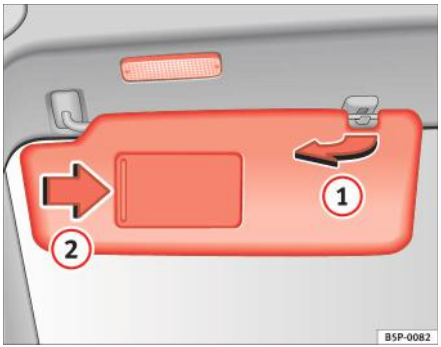

Fig. 81 Parasolarul de pe partea şoferului
Parasolarele pentru şofer şi pasagerul din față pot fi scoase din dispozitivele de fixare din centrul automobilului şi întoarse spre uşi ⇒ fig. 81 (1). ▶